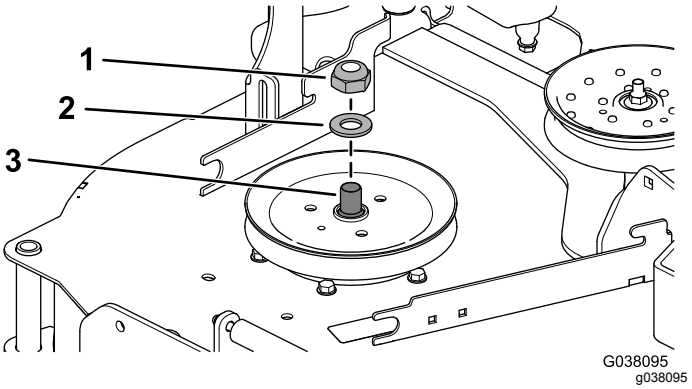

Rysunek 10
3. Za pomocą klucza (1½ cala) przytrzymaj wał wrzeciona podczas odkręcania nakrętki zabezpieczającej (¾ cala) i podkładki z wału wrzeciona (Rysunek 10).